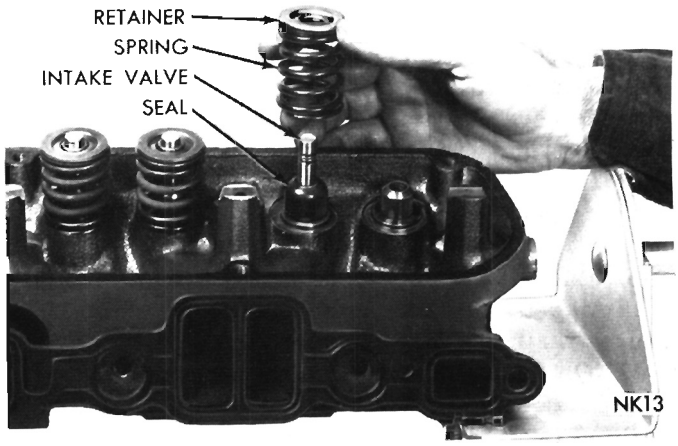

Fig. 20—Installing Valve, Cup Seal, Spring and Retainer
(3) Install new cup seals on all valve stems and over valve guides (Fig. 20). Install valve springs and retainers.
(4) Compress valve springs with Tool C-3422A, install locks and release tool. **If valves and/or seats are reground, measure the installed height of springs, make sure measurement is taken from bottom of spring seat in cylinder head to the bottom surface of spring retainer (if spacers are installed, measure from the top of spacer). If height is greater than 1-11/16 inches, install a 1/16 inch spacer in head counterbore to bring spring height back to normal 1-5/8 inches to 1-11/16 inches.**